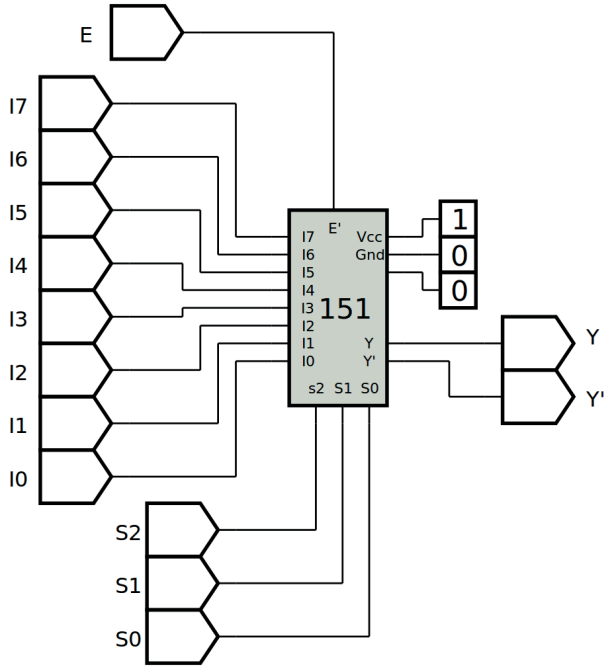

Figura 8.5 – Diagrama esquemático.
4. Utilize um programa de simulação em computador (SmartSim, Atanua, Qucs) faça a simulação do circuito da figura 8.5. Compare os resultados com a tabela 8.1.